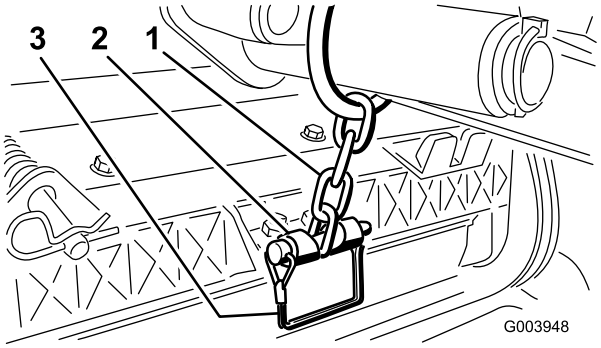

Figuur 10
11. Bevestig de ketting van de hefarm aan de kettingbeugel met de borgpen (Figuur 10). Gebruik het aantal kettingschakels volgens de instructies in de *Gebruikershandleiding* van het maaidek.